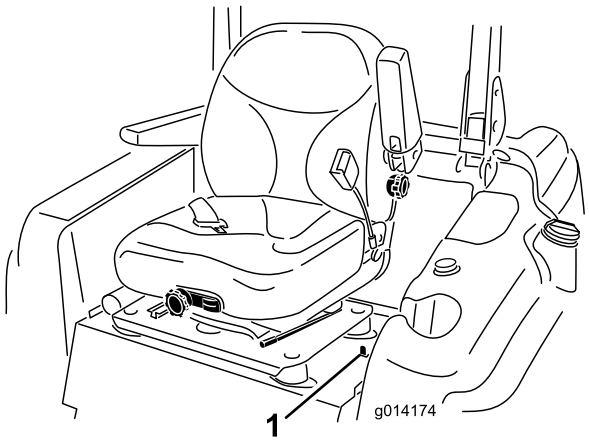

Figuur 1
4. Beweeg de pal van de stoel die zich links van de stoel bevindt naar achteren om de stoel te ontgrendelen en trek de bovenkant van de stoel naar voren tot de pal van de stoel pakt op de steunplaat van de stoel (Figuur 1).